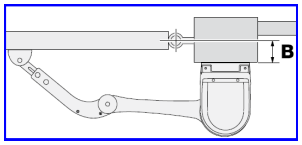

figure 1
La ligne reportée sur le pilier correspondra à la position de la platine. (**voir figure 1**)
7) Positionner la patte de fixation du bras au vantail au point le plus éloigné possible du pilier en allongeant au maximum le bras. ***(voir figure 1)***
2) Tourner la flasque se trouvant sous le moteur plaçant la fenêtre vers l'avant. ***(voir figure 1)***